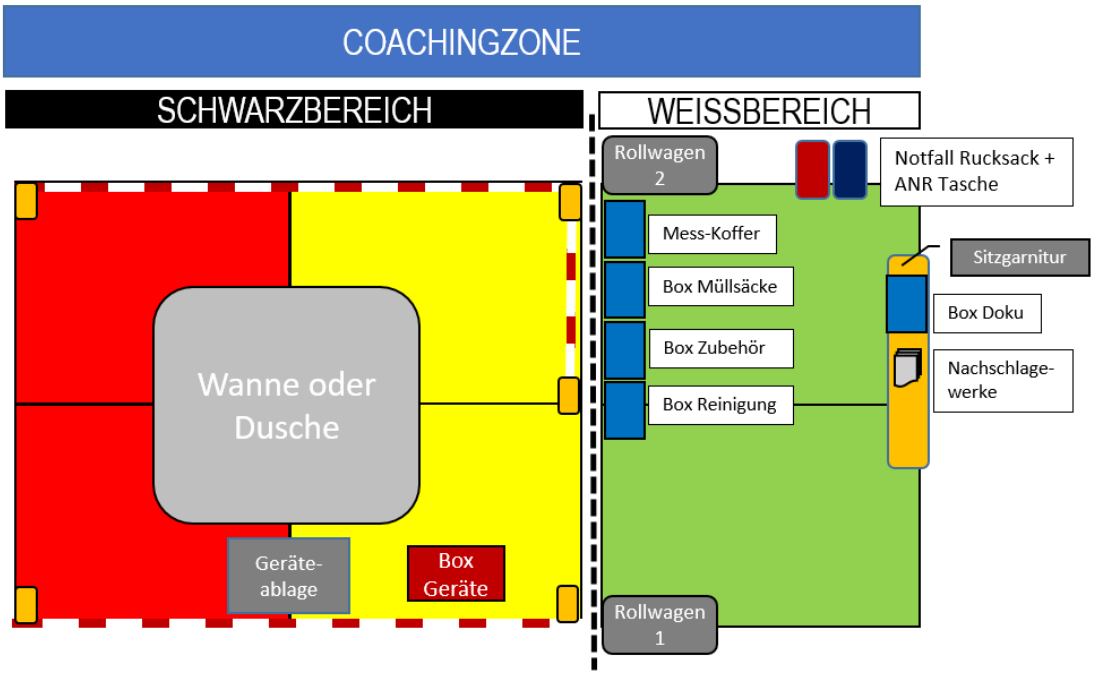

Abbildung 4: Skizze Dekon Platz
6.1 Auslegen der Planen und Trassieren des Platzes (siehe Abbildung 4: Skizze Dekon Platz)